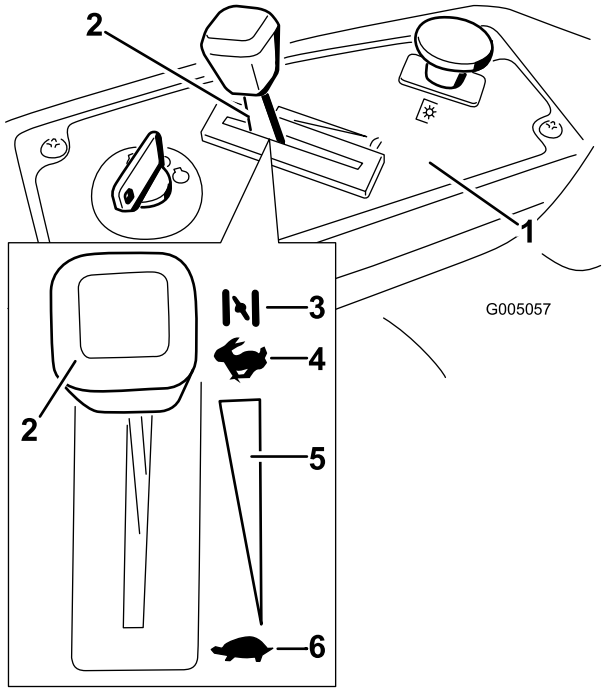

Bild 11
3. Stellen Sie den Gasbedienungshebel auf Choke (Bild 11), bevor Sie einen kalten Motor anlassen.
5. Schieben Sie den Gasbedienungshebel, sobald der Motor angesprungen ist, auf Schnell (Bild 11). Stellen Sie, wenn der Motor aussetzt oder unregelmäßig läuft, den Gasbedienungshebel für ein paar Sekunden wieder zurück auf Choke. Wiederholen Sie diesen Vorgang nach Bedarf.
3. Stellen Sie den Zündschlüssel auf „Aus“ (Bild 11) und ziehen Sie ihn ab.